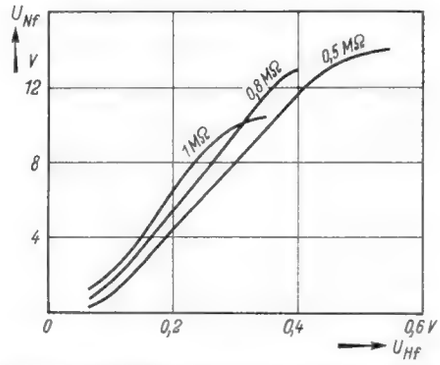

Bild 15. Empfindlichkeitskurven eines Audions bei verschiedenen Schirmgitterwiderständen
6. Schalter auf „A". 30 % modulierte Hochfrequenzspannung eines Meßsenders an die Punkte 1...5 anlegen. Nf-Spannung an 42...5 leistungslos messen (Röhrenvoltmeter). Niederfrequenzspannung in Abhängigkeit von der Hochfrequenzspannung nach Bild 15 für verschiedene Schirmgitterwiderstände als Kurve auftragen.